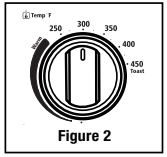

Figure 2
2. **Temperature Control Knob –** Adjust the dial thermostat to the desired temperature. (See Figure 2)